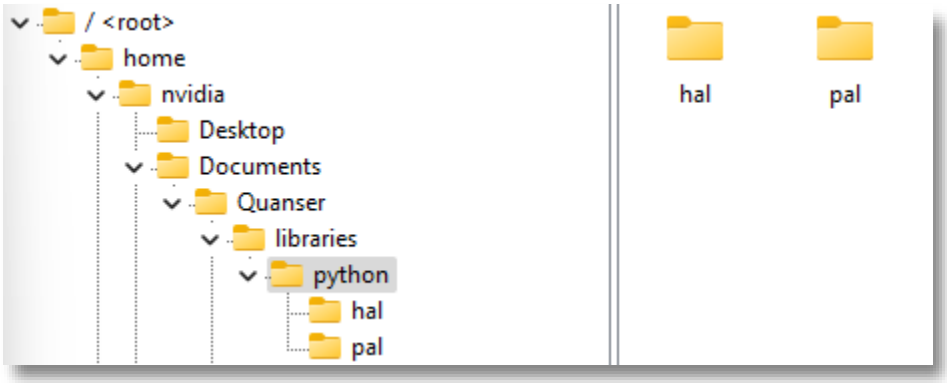

Figure 2. 'hal' and 'pal' folder in correct directory
b. navigate to "~\Documents\Quanser\libraries\python" on the QBot Platform as shown in Figure 2, create these directories if they don't exist. Copy over the "hal" and "pal" folder from your local Windows machine, replacing existing files on QBot.